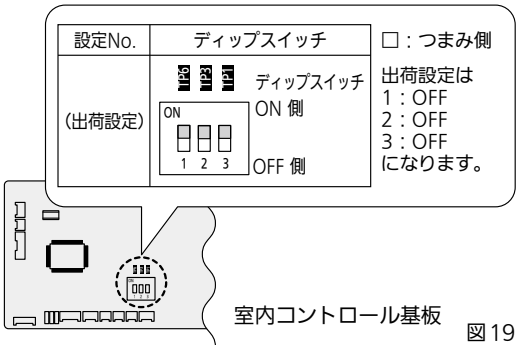

図 19
- 電装ボックスのふたを開き、室内コントロール基板を確認してください。(図 19)